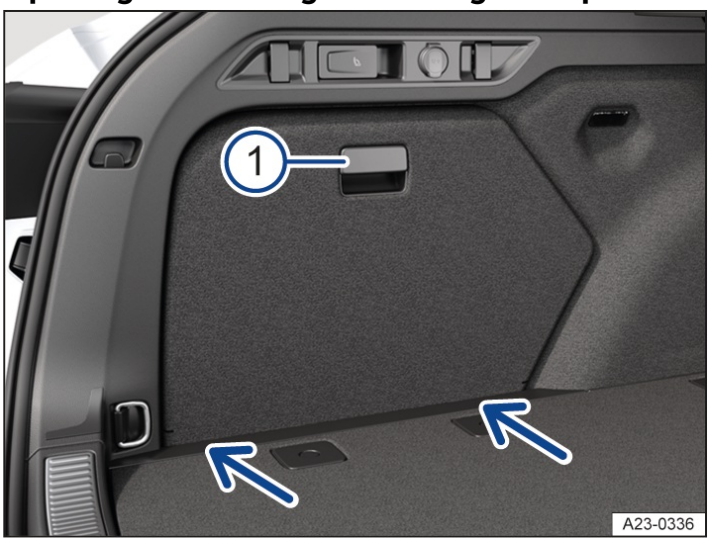

Fig. 2 In the luggage compartment: Side stowage compartment with cover.
— Pull the release lever → *fig. 2* (1) and open the cover slightly.
— Pull the cover out of the lower holders→ *fig. 2* (arrows).